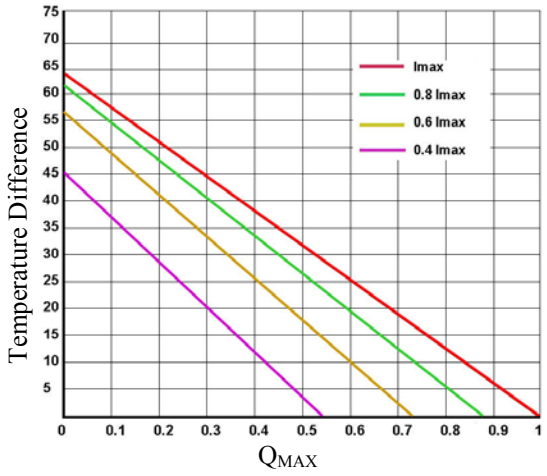
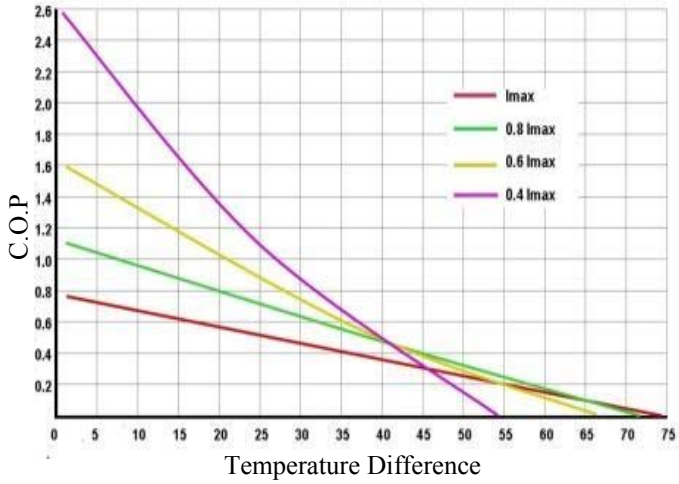

Figure 2. Temperature Difference vs. Q_{MAX}
Figure 9. C.O.P vs. Temperature Difference
5. Use the charts provided in Figure 2 to Figure 9, to decide which TEC to use, what is the heat needed to be dumped through the heat sink, what is the heat sink temperature, etc.